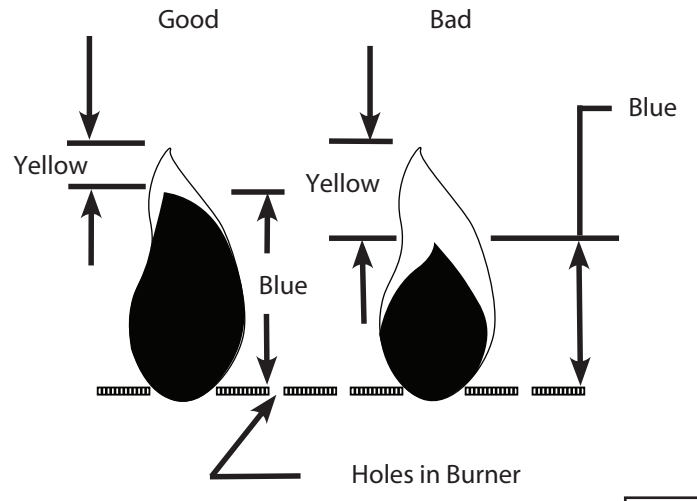

Fig. 32
- Flames should appear similar to the good flame shown in Fig. 32 and as follows: